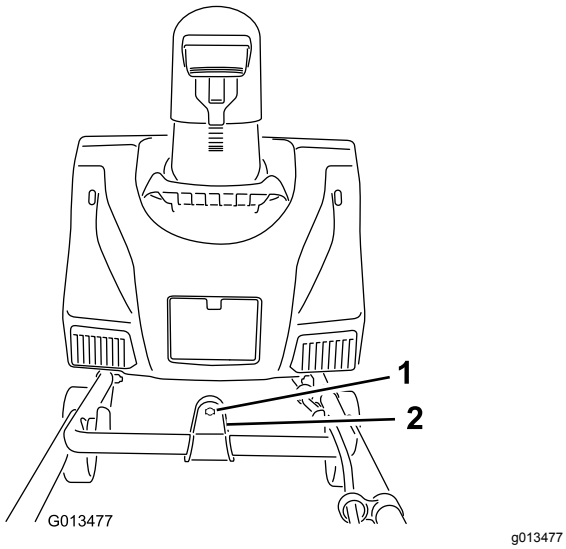

**Figura 4**
2. Inserite l'estremità dell'asta di comando del camino nel foro della chiavetta nella staffa fissata alla parte superiore della stegola inferiore (Figura 4).